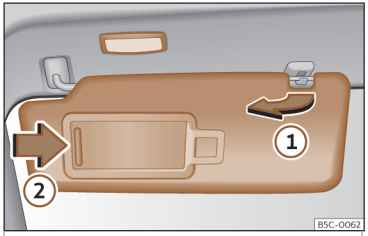

Fig. 104 Aletta parasole.
- L'aletta parasole può essere staccata dal supporto e orientata verso la porta ››› **fig. 104** (1).